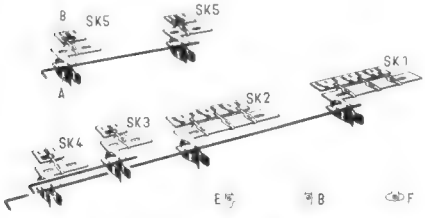

Bild 3. Steuernocken am VHF-Kanalwähler: E = CCIR-Norm, B = belgische Norm, F = französische VHF-Norm
Die Bild-Zwischenfrequenz steht an Punkt „e" des VHF-Kanalwählers zur Verfügung. Die Steuernocken am VHF-Kanalwählerblock *(Bild 3)* stellen einen Systemschalter mit zwölf Schaltstellungen dar. Die Steuernocken werden in drei Stellungen gebracht:
1.1.4 Video-Signal. Der Signalweg kann in *Bild 4* verfolgt werden. Hinter dem Video-Gleichrichter unterdrückt in Bild 2 ein π-Filter die restliche Zf-Spannung. Darauf folgen dann in Bild 4 einige Korrekturspulen für die hohen Frequenzen. Das Video-Signal wird hierauf im Pentodenteil der Röhre PCL 84 verstärkt. Über einen (von der Steuernocke am VHF-Kanalwähler betätigten) Schalter SK 1 (siehe Bild 3), und zwar über die Kontakte 4 – 5 wird das verstärkte Video-Signal über zwei Spulen zum Anheben der hohen Video-Frequenzen der Katode der Bildröhre zugeführt.